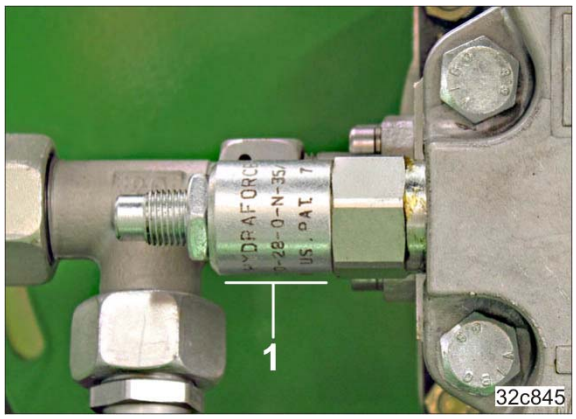

Fig. 118
- mit runder Außenkontur (Fig. 118/1)